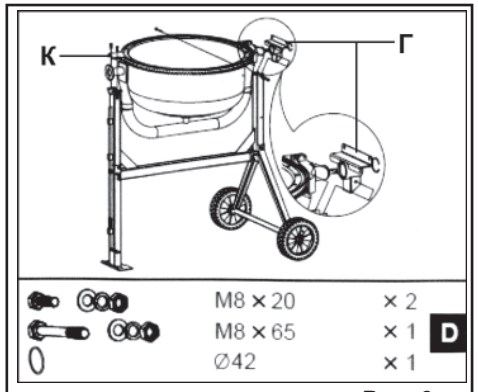

Рис. 6
6.4. Установите кронштейн (Г) на скобу нижней части барабана и зафиксируйте его стопорным кольцом из пакета **D**. Установите скобу с установленным кронштейном (Г) на раму (П) и зафиксируйте с одной стороны болтом М8х65, а с другой стороны скобой (К) и болтами М8х20 как показано на Рис. 6.